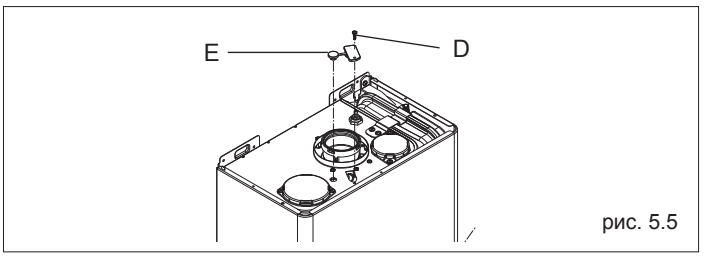

рис. 5.5
- Снимите винт (D) и крышечку (E) (рис. 5.5), и вставьте зонды газоанализатора в гильзы, предусмотренные для этой цели в воздушной камере